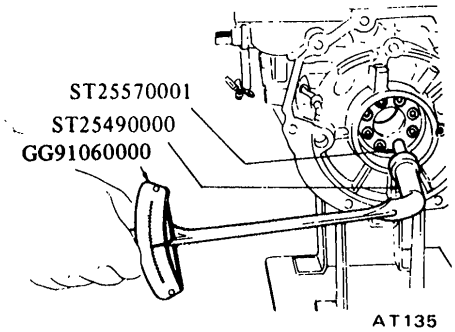

Fig. AT-69 Installing one-way clutch inner race
1. After installing piston of low and reverse brake, assemble thrust spring ring, return spring, thrust washer and one-way clutch inner race. Torque hex-head slotted bolt to 1.3 to 1.8 kg-m (9 to 13 ft-lb), using Hex-head Extension ST25570001 (ST25570000), Torque Wrench GG91060000 and Socket Extension ST25490000 (ST25512001). See Figure AT-69.